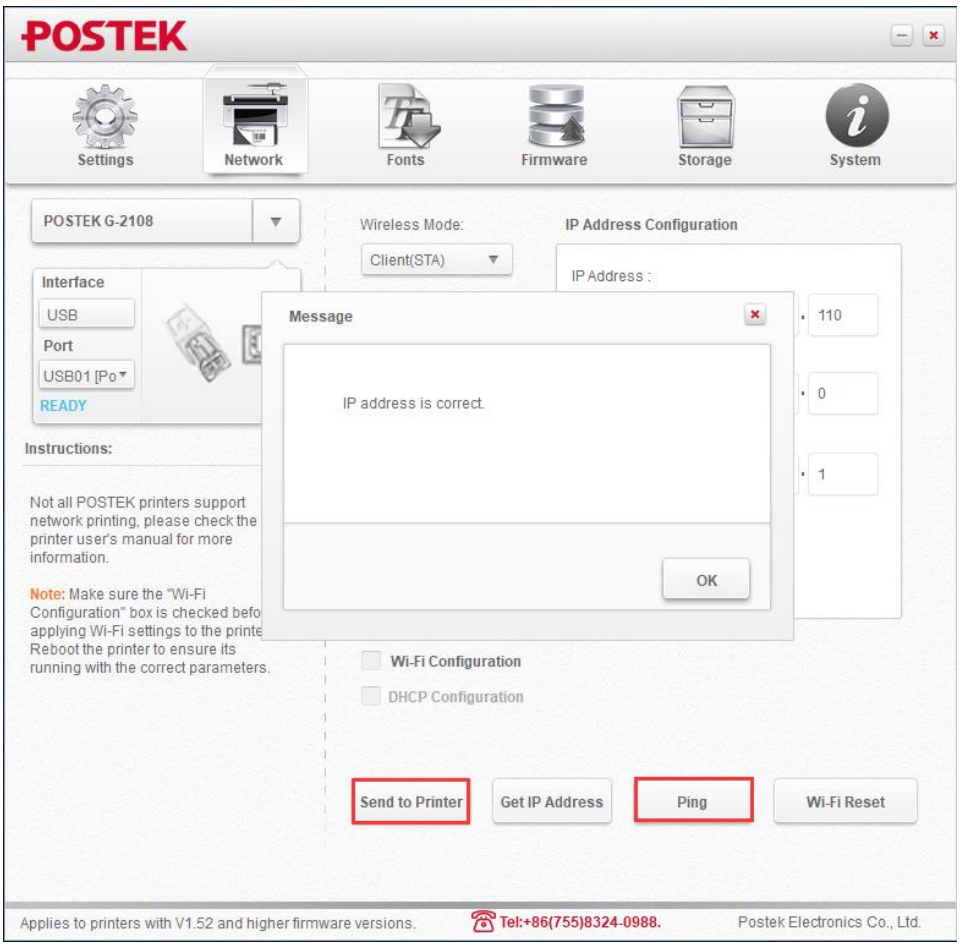

Figure 2-26 Successful Configuration
6. Click "Send to Printer", the [MEDIA] and [RIBBON] indicators will blink simultaneously, when the two indicators are lit and return to a steady state, click "Ping" to check whether the configuration is successful or not, as shown in Figure 2-26.